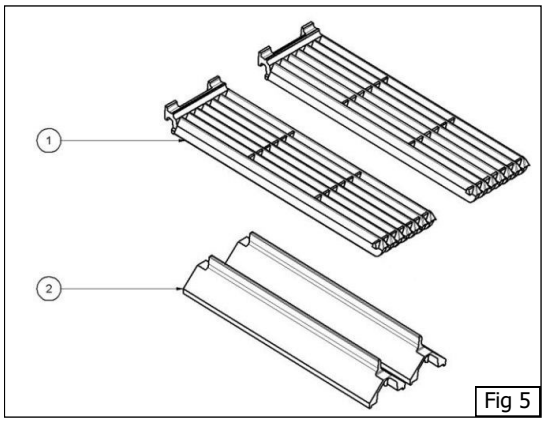

Fig 5
- **(A) Griddle Plate 300mm or 450mm wide - (cast).**
- **(B) Griddle Plate 300mm or 450mm - (fabricated).**
**NOTE: If fitting a Griddle Plate to your chargrill, remove the required cast Radiants (Item 2) (See Fig 5) that sit directly beneath the griddle plate, this will give a more intense heat onto the griddle plate.**